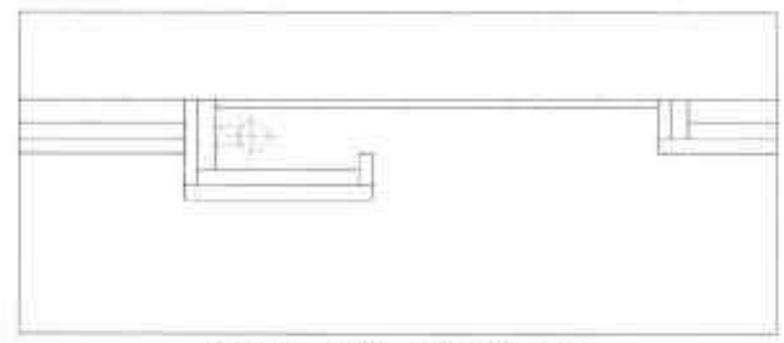

图19-129 填充墙面
Step 12 执行“填充”命令，选择合适的图形，对墙面区域进行填充，如图 19-129 所示。